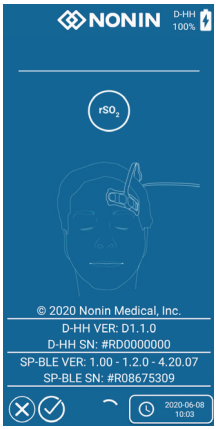

Figura 20. *Ecrã inicial - Selecionar ícone de confirmação de eliminação de ficheiro*
2. Se tocar uma vez no ícone "Eliminar ficheiro", o botão "Eliminar ficheiro" e o botão "Transferir ficheiro" serão substituídos pelos ícones de 'marca de verificação' e 'X' mostrados na **Figura 20**.